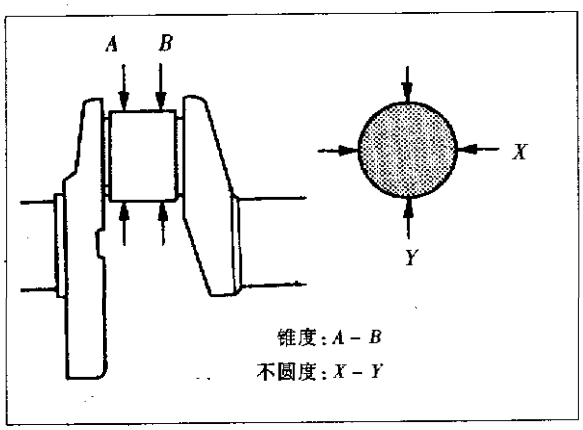

图2-9-15
b. 见图2-9-15,用外径千分表测量各轴颈的锥度和不圆度。不圆度($X-Y$)的标准值为0.002mm;锥度($A-B$)的标准值为0.002mm。